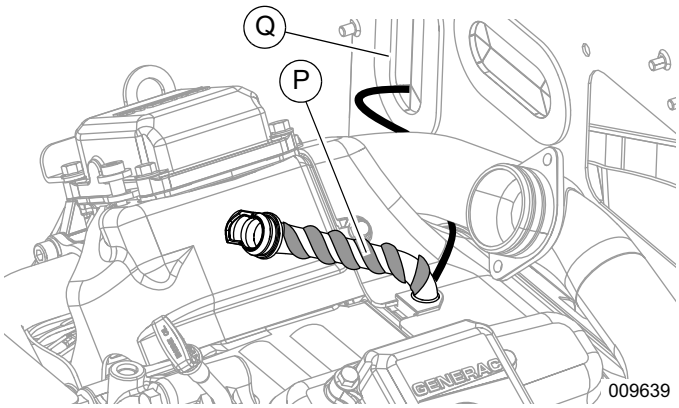

Figura 11. Enrollar la manguera del respiradero (Serie 500/1000)
5. Consulte la ***Figura 11***. Enrolle el calentador del respiradero (P) alrededor de la manguera del respiradero, espaciado de manera uniforme, con los cables conductores en la parte inferior. Enrolle el calentador del respiradero y la manguera con cinta adhesiva de silicona (que se incluye) para sujetar el calentador.